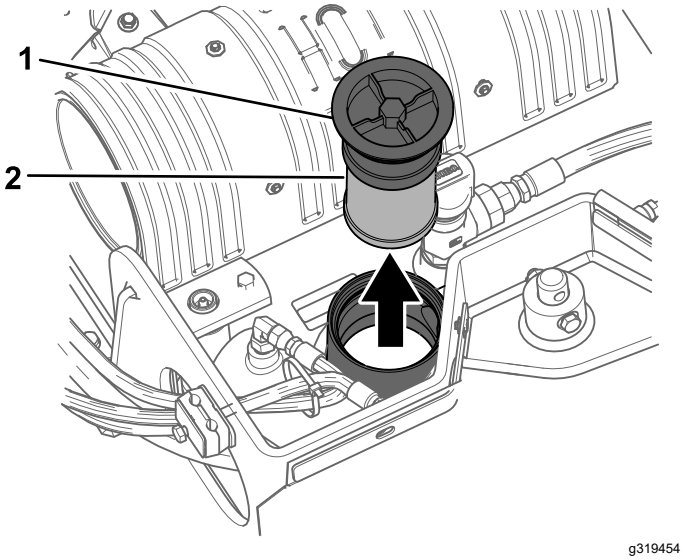

Figur 58
5. Gör rent i området runt hydraultankens påfyllningsrör och ta bort locket och filtret från röret med en hylsnyckel (Figur 58).
4. Ta bort och släng det gamla filtret (Figur 58).
5. Montera det nya hydraulfiltret och påfyllningslocket (Figur 58) och dra åt skruven ovanpå till 21–25 Nm.
5. Ta bort hydraultanklocket och filtret (Figur 58).
10. Montera hydraulfiltret och påfyllningslocket (Figur 58) och dra åt skruven ovanpå till 21–25 Nm.